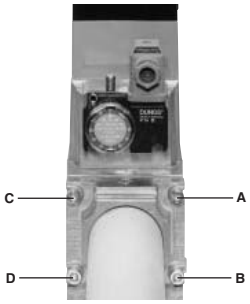
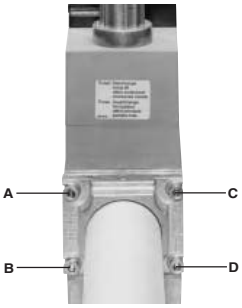
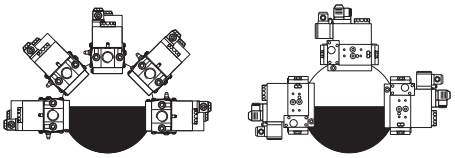

Fig. 10
Fig. 11
Fig. 13
3. stringere le viti A, B, C e D (Fig. 10 - Fig. 11), rispettando le posizioni di montaggio (Fig. 13);
1. Allentare le viti A e B **non** svitare (Fig. 10 e Fig. 11).
2. Svitare le viti C e D (Fig. 10 e Fig. 11).